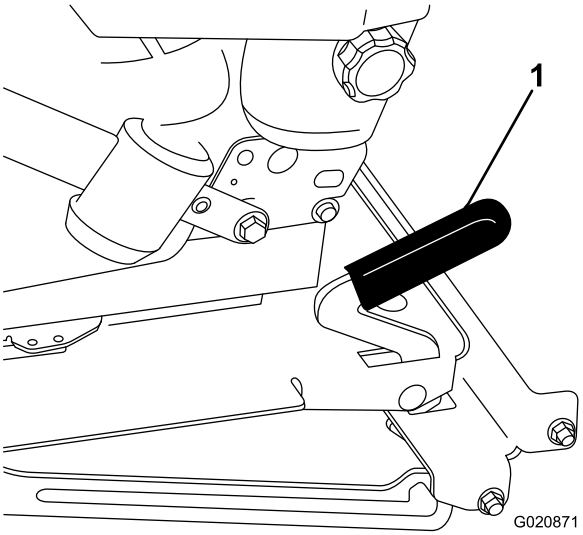

Rysunek 32
2. Aby odblokować fotel, pociągnij do przodu dźwignię zaczepu i unieś ją (Rysunek 32).